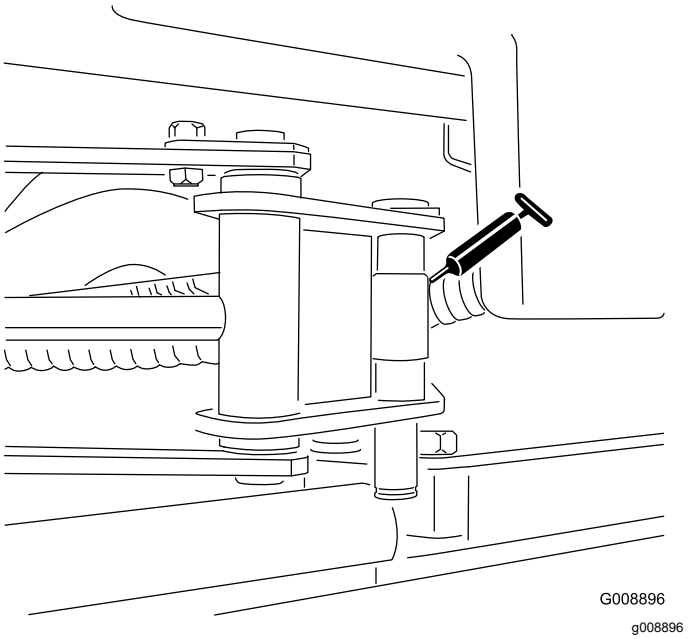

**Figur 47**
- Sylinderender på siden (2: kun modell 03171) (Figur 47)